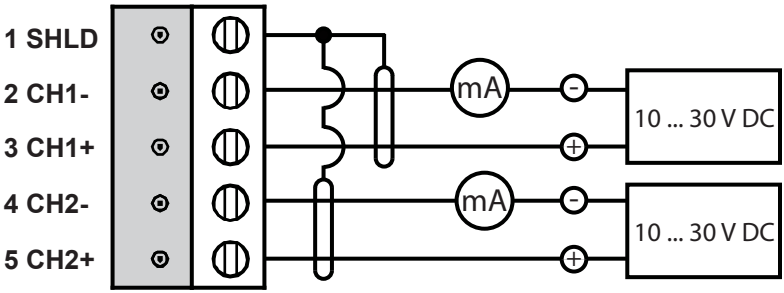

Figure 12 Isolated current loop wiring
1) Terminal numbers 1 ... 5 in the first column of the wiring table refer to Figure 12 (page 26)
3. Connect the wires as instructed in Figure 12 (page 26) and Table 3 (page 26). Suitable wire size is 0.5 ... 1.5 mm^2 (20 ... 15 AWG).